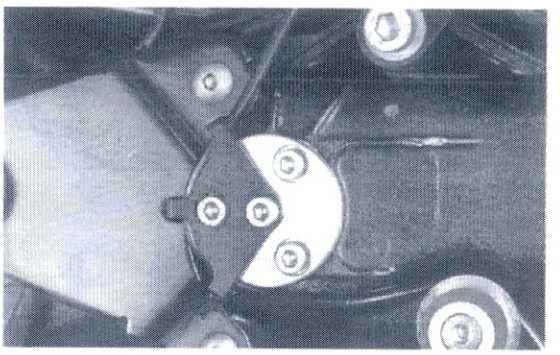

Bild 206
- Am Schwingenfestlager (Bild 206) Kabelhalteblech abnehmen, zwei äussere Befestigungsschrauben ausdrehen, M 6-Schraube mit Gegenmutter in mittiges Gewinde eindrehen und mit Gegenmutter kontern. Dritte äussere Befestigungsschraube ausdrehen und Lagerzapfen an Schraube mit Drehbewegung «herausnoddeln«.
- Schwingen-Festlagerzapfen (Bild 206) mit Never Seeze einstreichen und mit leichter Drehbewegung in Schwingenlagerung einführen und mit drei Schrauben befestigen (9 Nm).